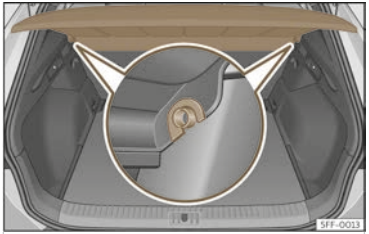

Fig. 191 In the luggage compartment: removing and installing the shelf.
- Remove the rear shelf from the side supports ››› **Fig. 191** by pulling it upwards and then take it out.
- Insert the cover horizontally so that the "recess" slots over the support fittings ››› **Fig. 191** and press down until it engages.